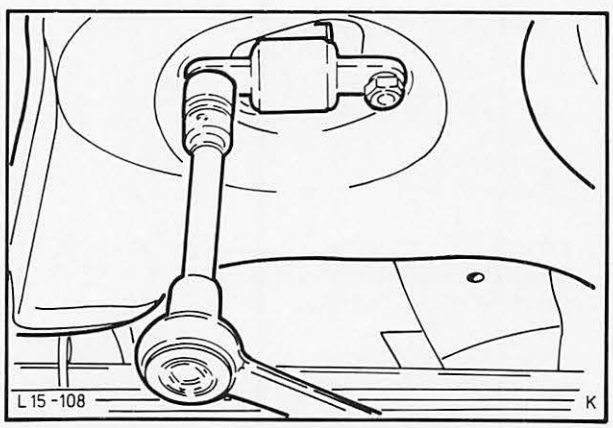

Abb. 173 Stoßdämpfer an Schräglenker montieren
5. Stoßdämpfer einsetzen und mit der Kolbenstange durch den oberen Gummiring führen. Dämpfer an Schräglenker montieren, Abb. 173.